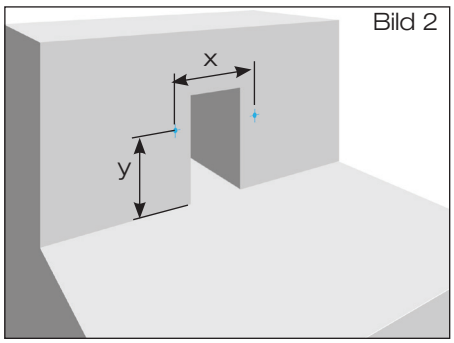

Bild 2
1.2 Bohrungen ø 10 mm für Schiebeflansch mit Anschlussmanschette zum Anschluss der Dampfsperre entsprechend der Vorgabe nach Tabelle 2 erstellen (Bild 2).